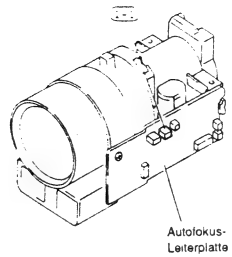

Abb. 2-102
1) Den Stecker von der Autofokus-Leiterplatte abtrennen (siehe Abb. 2-102).